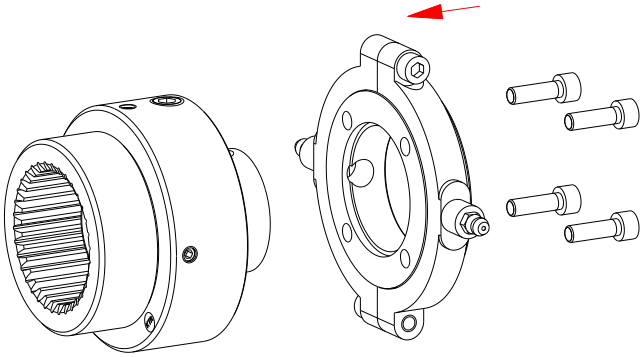

rysunek 13: montaż pierścienia dodatkowego
- Założyć dodatkowy pierścień z pierścieniem ślizgowym na zespół rozłączny (element 2) (patrz rysunek 13).